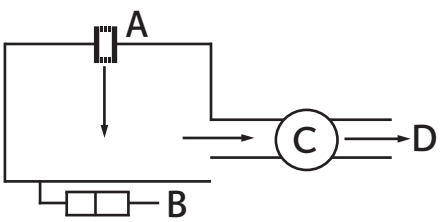

Figure 4: Test chamber. A – ventilation opening; B – anemometer; C – flow meter; D – airflow to fan[2]
The effective area, A_{eff}, for a specific ventilation opening is measured using a standard test rig (see Figure 4) described by EN13141-1. It comprises a sealed chamber to which an opening is attached, a fan, a long duct and an anemometer. The A_{eff} is measured under still external air conditions with uniform density so that the airflow through the opening is exclusively generated by a fan. The flow rate, Q, is systematically varied and ΔP is recorded at each interval. A_{eff} is determined by regression using Equations (1) and (2).